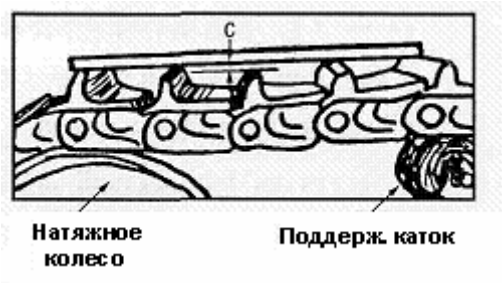

Рис. 5-30
1) Проверить натяжение гусеничной цепи (Рис. 5-30)